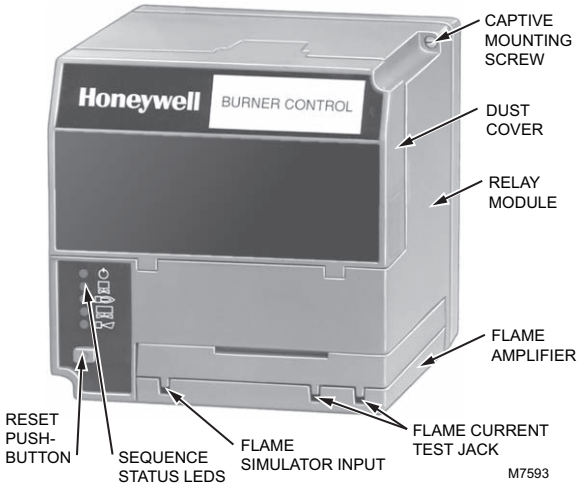

Fig. 11. Sequence status LEDs.
1. Align the two interlocking ears of the Dust Cover with the two mating slots on the RM7824A (see Fig. 11).
2. Align the amplifier circuit board edge connector with the keyed receptacle on the RM7824A. Verify that the amplifier nameplate faces away from the Relay Module (see Fig. 11).